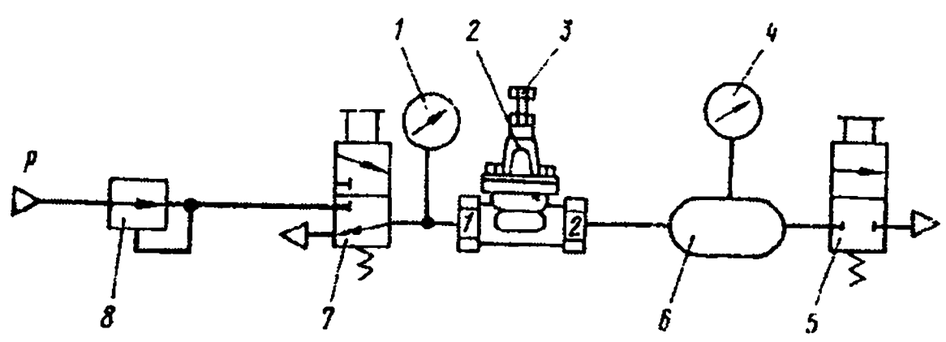

Рис. 320. Схема подключения защитного одинарного клапана:
1. Подключите прибор по схеме, изображенной на рис. 320.